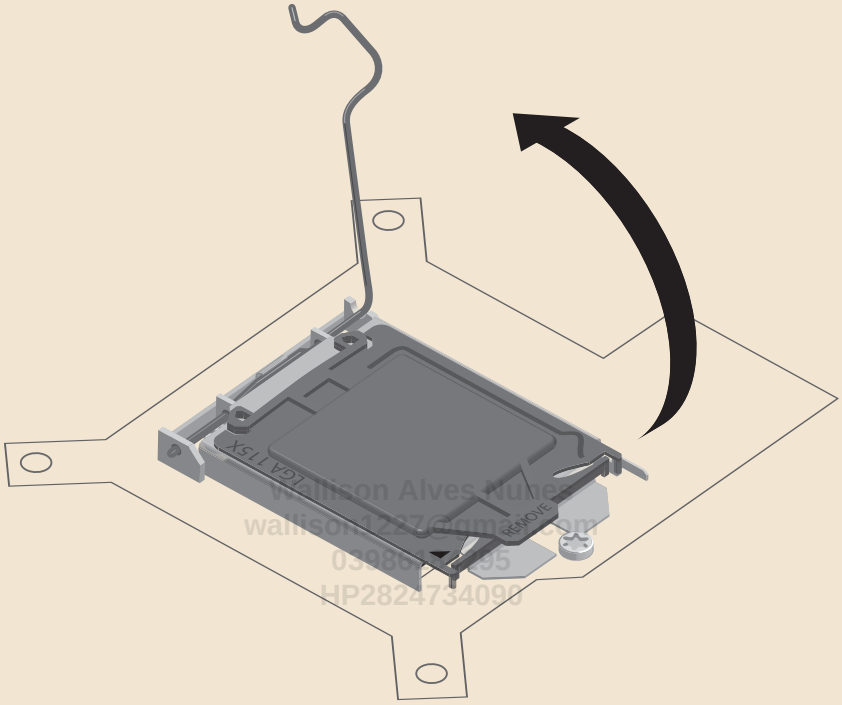

Figura 15.27: Levante a alavanca.
2. Após a alavanca estar destravada, levante-a totalmente. Ver Figura 15.27.